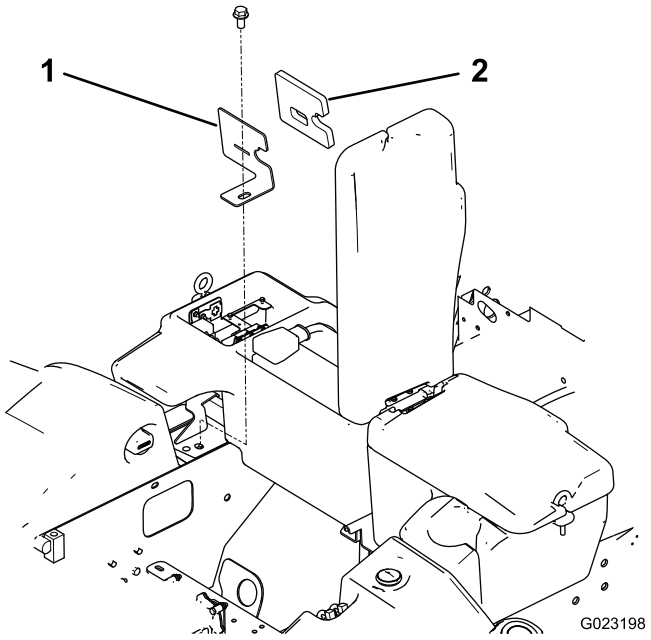

Bild 30
1. Nehmen Sie den Bundbolzen ab, mit dem die Fachklemme und Dichtung an der Zugmaschine befestigt sind (Bild 30).
6. Befestigen Sie die Fachklemme und die Dichtung mit dem Bundbolzen an der Zugmaschine (Bild 30).